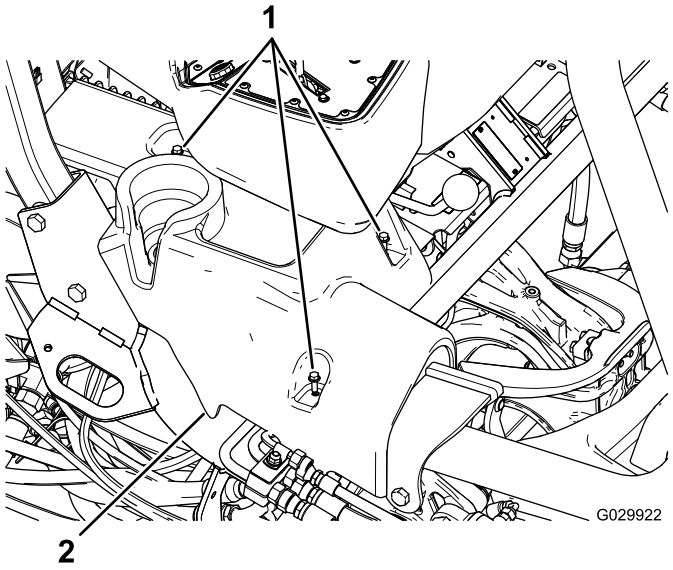

Figur 1
4. Fjern flangehovedboltene, der fastgør venstre og højre konsol, og fjern konsollerne (Figur 1).